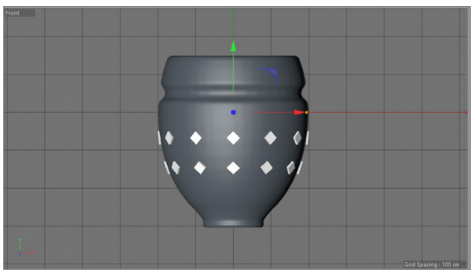

Figure 3-154 *Cloner.1 placed on vase*
9. Choose the **Transform** button and enter **-145** in the **P. Y** spinner. Also, enter **-20** in the **R. P** spinner; *Cloner.1* is placed on *vase,* as shown in Figure 3-154.